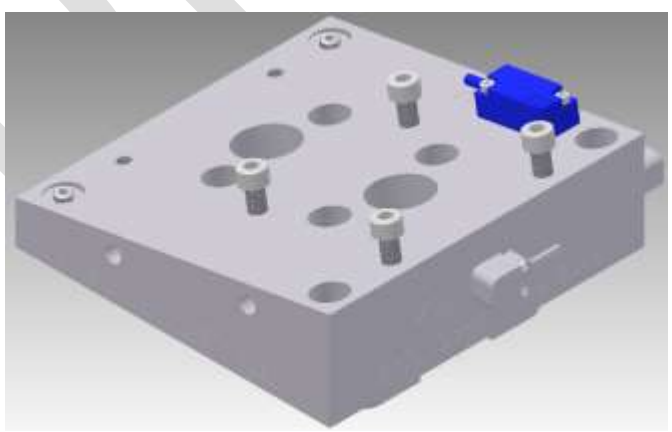

Figure 3-1. Neck mounting plate with 10° offset (TF-200-2357).
- Neck mounting plate with 10° offset (TF-200-2357) to attach the lower neck load cell to the pendulum (Figure 3-1).